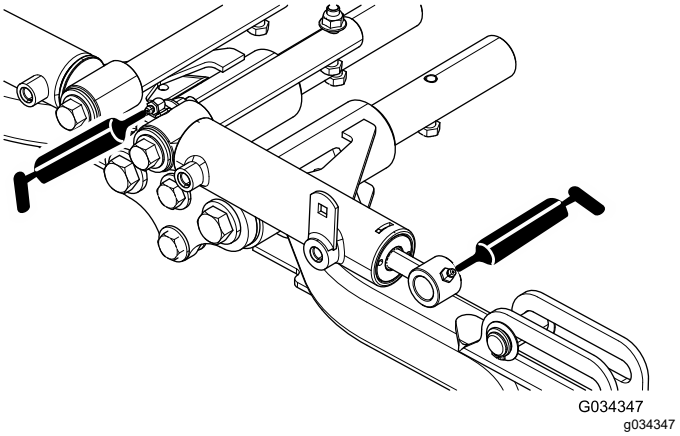

**Figur 57**
- Främre lyftarmstappar och lyftcylindrar (3 av varje), se Figur 57.